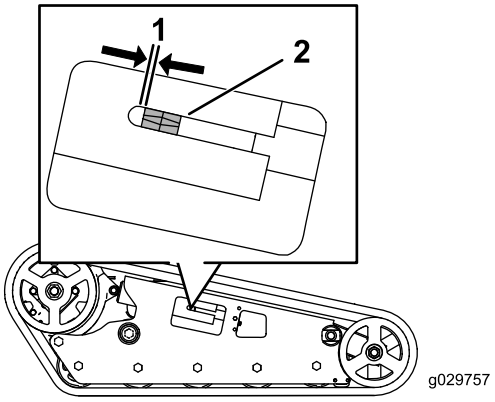

Figuur 54
De spanmoer moet zich op 0,64 cm van de achterzijde van de sleuf van de spanbuis bevinden (Figuur 54). Als dit niet het geval is, stel dan de spanning van de rupsbanden af met behulp van de volgende procedure:
4. Gebruik een dopsleutel van 1/2 inch en draai de spanschroef linksom tot de afstand tussen de spanmoer en de achterzijde van de spanbuis 0,64 cm is, zoals getoond in Figuur 54.
10. Draai de spanschroef linksom tot de afstand tussen de spanmoer en de achterzijde van de vorkbuis (Figuur 54) 0,64 cm is.
10. Draai de spanschroef linksom tot de afstand tussen de spanmoer en de achterzijde van de gleuf van de spanbuis (Figuur 54) 0,65 cm is.